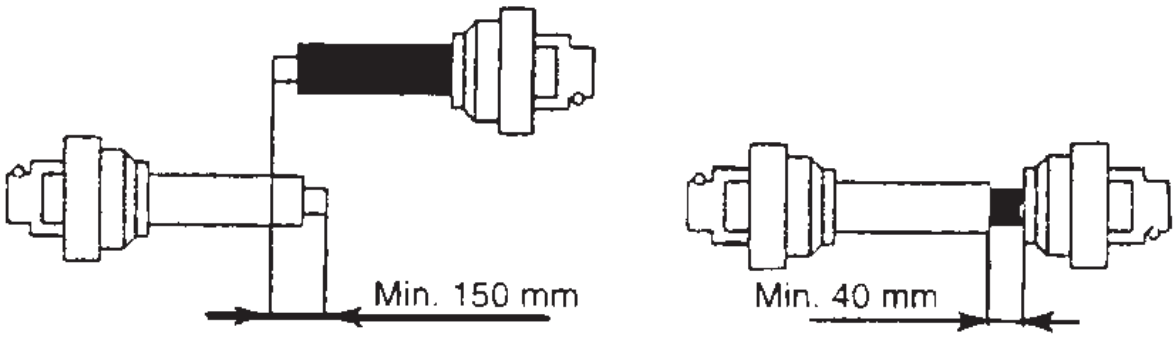

Figure 7
• Cherchez la position de l'attelage où la transmission est la plus allongée. Puis vérifiez en démontant la transmission qu'il reste un emmanchement d'un minimum de 150 mm (voir figure 7).